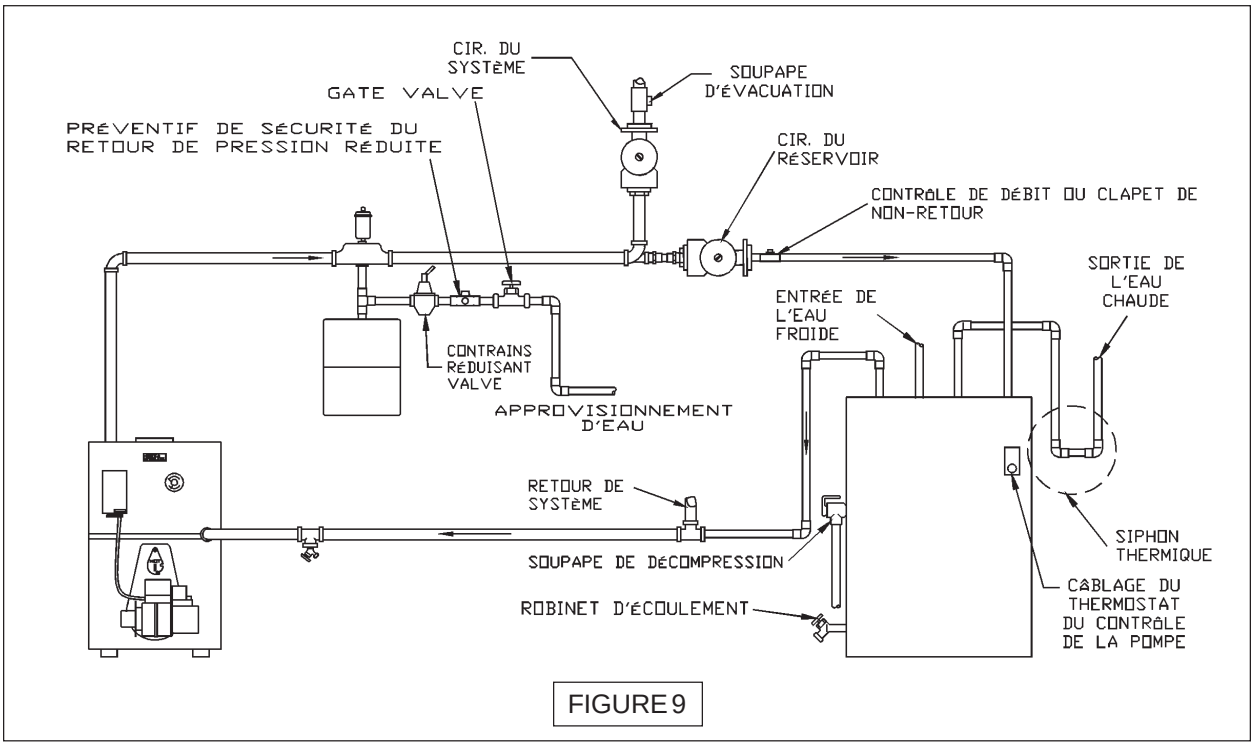

FIGURE 9
9. Une installation typique avec des circulateurs est montrée à la figure 9 à la page 7.